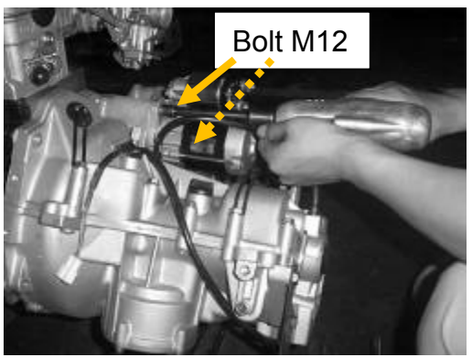
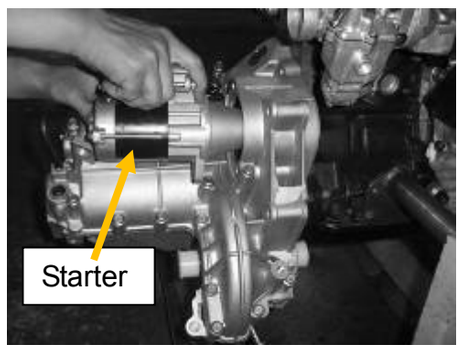

Figure 30
Figure 29
2. Remove two bolts (M12) on the starter (**See** Figure 30), Remove the starter (**See** Figure 29)